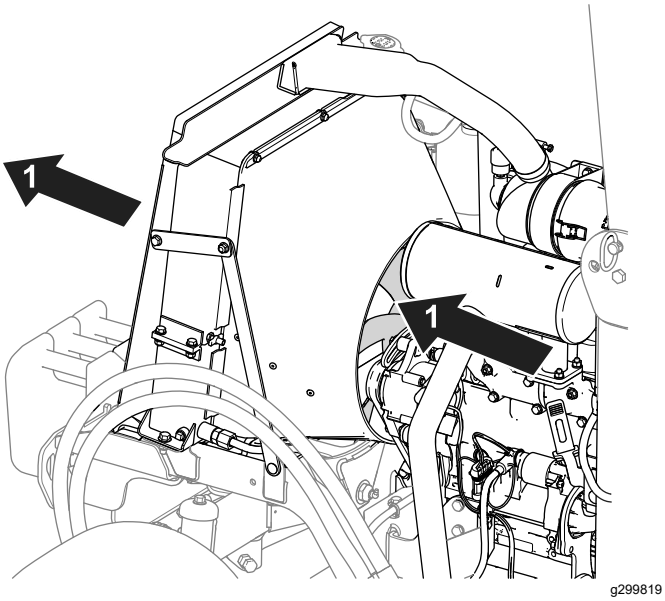

Figura 70
- Utilizzate aria compressa per pulire le alette di raffreddamento. Indirizzate l'aria all'esterno della macchina (Figura 70).